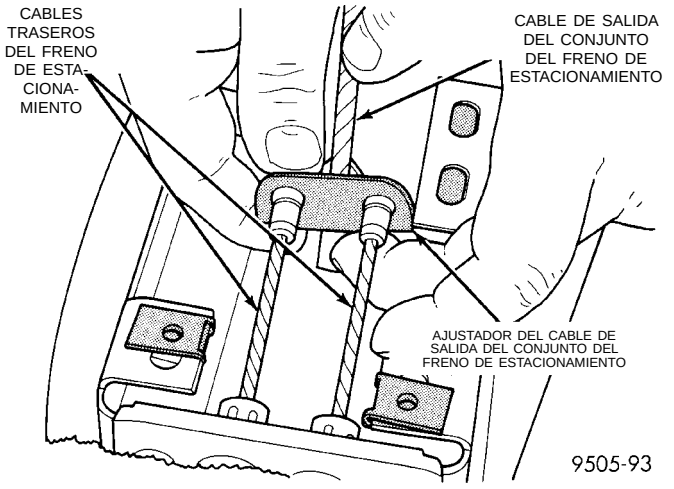
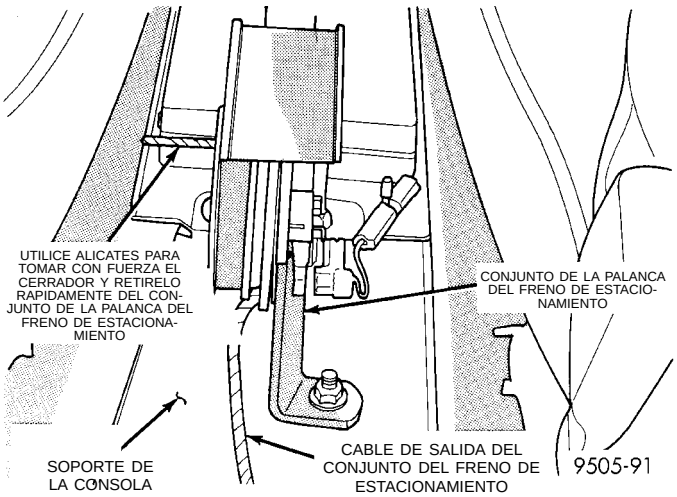

Fig. 138 Fijación de los cables del freno de estacionamiento al ajustador
Fig. 157 Desmontaje del cerrador de la palanca del freno de estacionamiento
(7) Retire los cables traseros del freno de estacionamiento del ajustador de cables del freno de estacionamiento (Fig. 138).
(14) Instale los cables traseros del freno de estacionamiento en el ajustador (Fig. 138) en el cable de la palanca del freno de estacionamiento.
(15) Vuelva a colocar la alfombra trasera.
(16) Instale las molduras del limpiabarro en la viga de ambas puertas traseras, hasta que hagan un chasquido en las vigas de las puertas traseras.
(17) Instale el cojín inferior del asiento trasero. Asegúrese de que el cojín inferior del asiento esté totalmente instalado en los retenes del suelo de la carrocería del vehículo.
(18) Tome firmemente el cerrador de la palanca del freno de estacionamiento (barrena de 3/16 pulgadas; 4,75 mm) (Fig. 157) y retírelo rápidamente del mecanismo de dicha palanca. Esto permitirá que el mecanismo de la palanca del freno de estacionamiento ajuste correctamente los cables de dicho freno.
(19) Gire la palanca del freno de estacionamiento una vez para posicionar los cables del freno de estacionamiento. Luego haga regresar dicha palanca a su posición de retorno. Verifique que las ruedas traseras del vehículo giren libremente, sin ofrecer resistencia.
(20) Aplique el freno de estacionamiento hasta un acoplamiento total.
(21) Instale el conjunto de la consola central.
(22) Instale los tornillos de fijación del conjunto de la consola central.